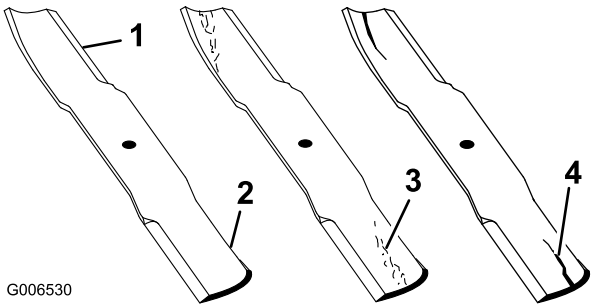

Figur 87
1. Efterse skærekanterne (Figur 87). Hvis kanterne ikke er skarpe, eller hvis de har hakker, skal skæreknivene afmonteres og slibes. Se Slibning af skæreknivene (side 62).
2. Efterse knivene, især det buede område (Figur 87). Hvis kniven er beskadiget eller slidt, eller hvis der er antydning af en revne i dette område (Figur 87), skal du straks montere en ny kniv.